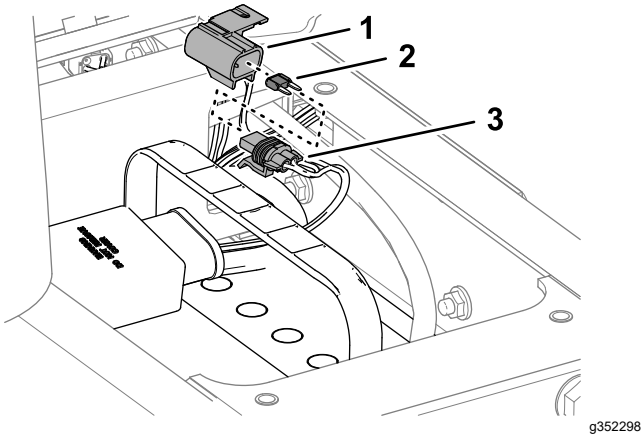

Figuur 71
2. Verwijder de dop van de lijnzekeringhouder (Figuur 71).